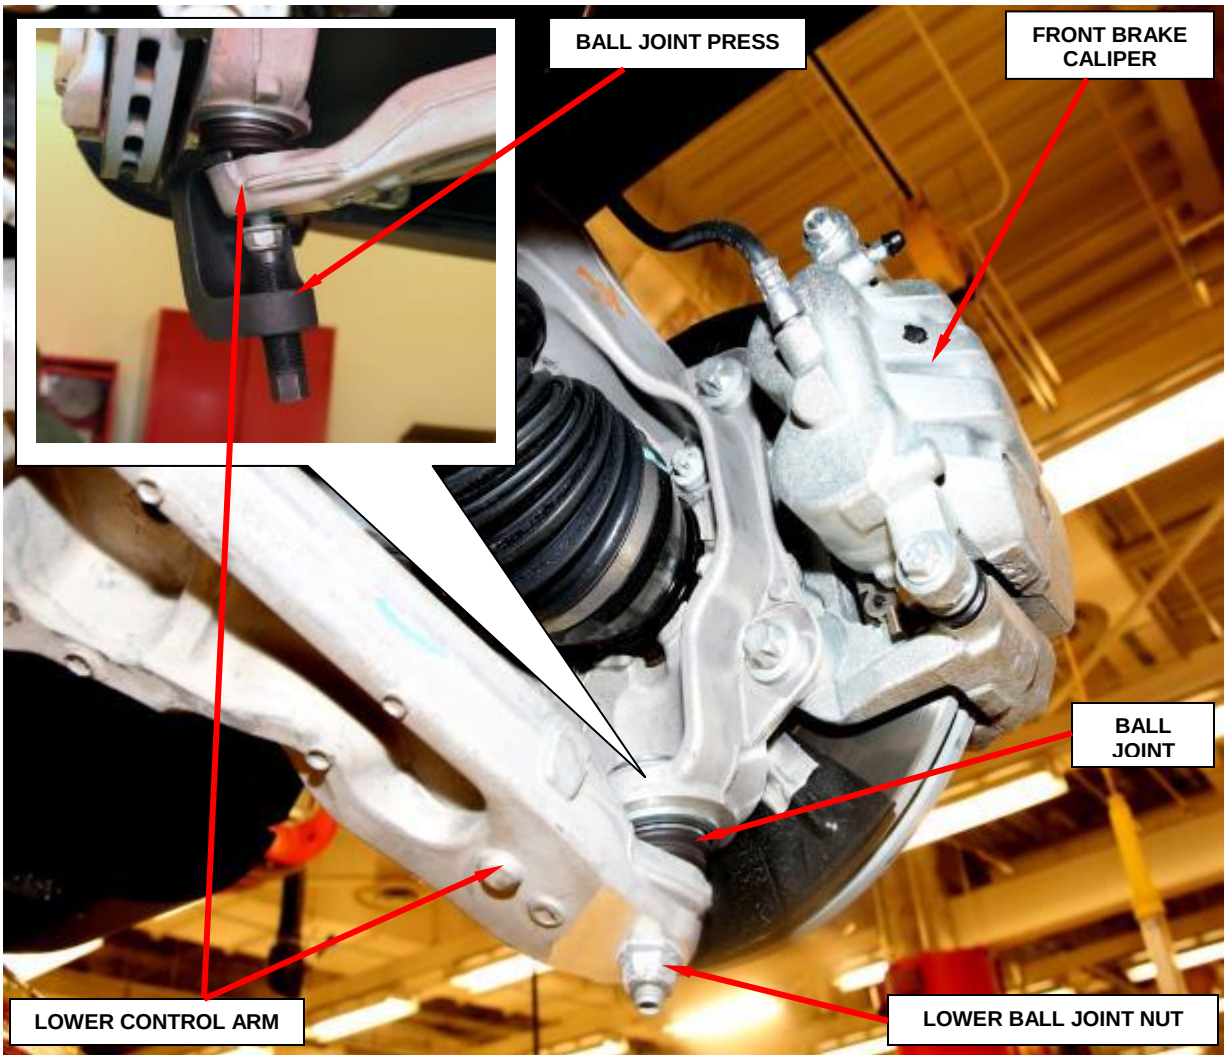

Figure 3 – Lower Ball Joint
6. Remove and **discard** the lower ball joint nut (Figure 3).
7. Using the Ball Joint Press C-4150A separate the ball joint stud from the lower control arm (Figure 3).
16. Install a **NEW** lower ball joint to control arm nut and tighten to 18 ft. lbs. Plus 175° (25 N•m Plus 175°) (Figure 3).